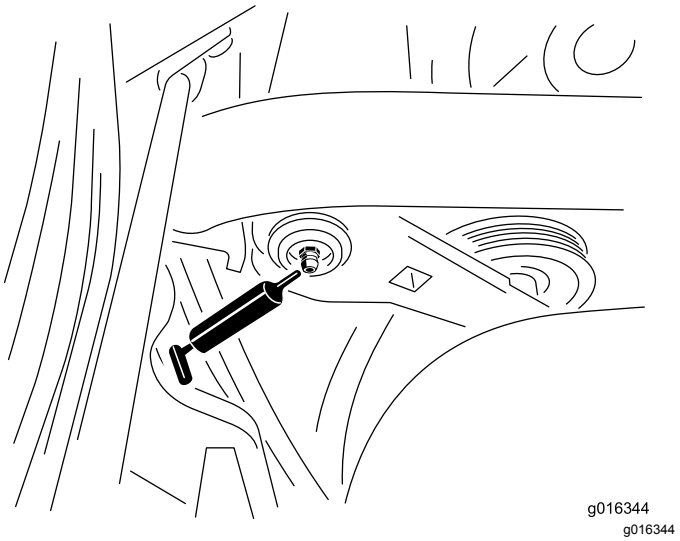

Figur 30
1. Torka av smörjnippeln så att du inte tvingar in främmande ämnen i lagren eller bussningarna (Figur 30).